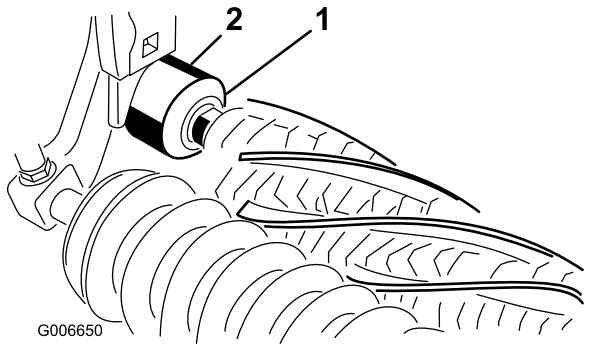

Figure 25
26. Assurez-vous que la lèvre de chaque joint d'exclusion est légèrement en contact avec chaque logement de roulement (Figure 25).